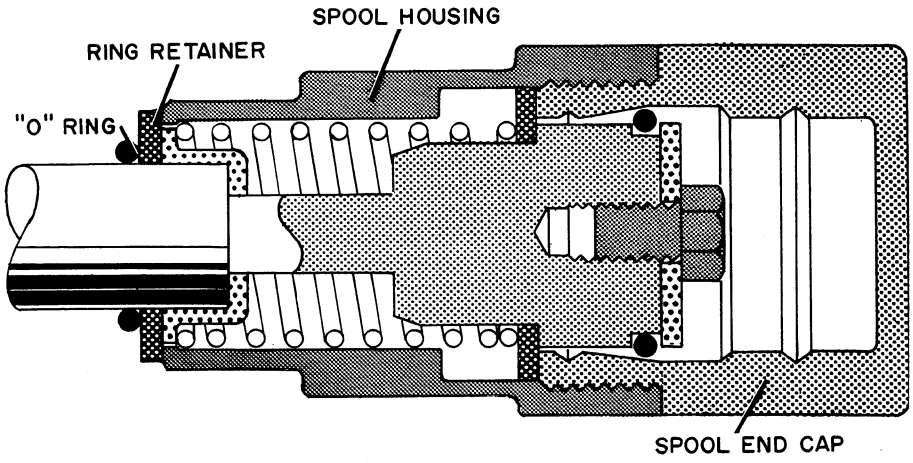

Figure D-34. Complete Assembly of Cap Screw, Spool Detent Mechanism
2. Now install the spool housing, "O" ring retainer and "O" ring down over the eye end of the spool, Figure D-34. Then insert the spool assembly into the valve body. Tighten the spool housing into the valve body, Figure D-34. Then install the spool end cap, Figure D-34.